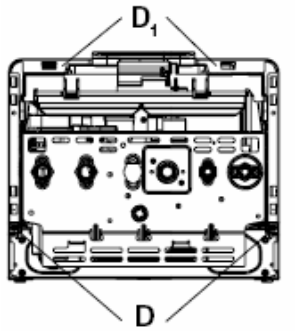
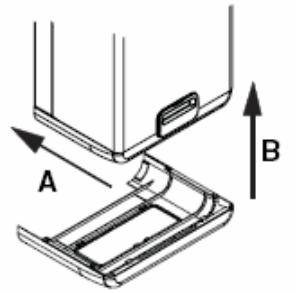
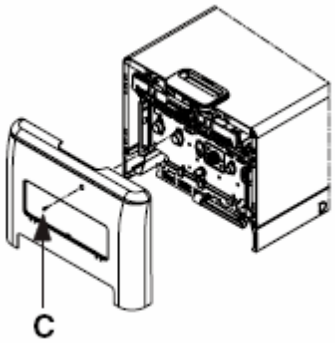

Рис. 10
Рис. 11
Рис. 12
После того как котел будет установлен, винты **D_1** (рис. 10) можно снять. После завершения работ по установке котла и подключению его к газопроводу и к системам отопления и ГВС, установите крышку, закрывающую отсек со штуцерами (**A-B**, рис. 11) таким образом, чтобы защелки этой крышки прочно встали в специальных прорезях в нижней части котла. Закрепите крышку винтом **C** (рис. 12), который находится в пакете с документацией к котлу.
- отвинтите винт крепления крышки, закрывающей штуцеры (**C**, рис. 12)